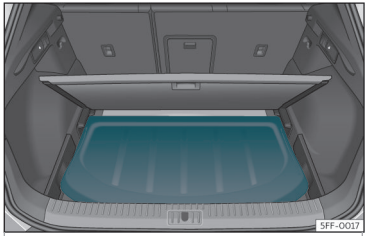

Fig. 108 En el maletero: colocación de la bandeja.
- Coloque la bandeja del maletero en el soporte previsto a tal efecto››› **fig. 108** .